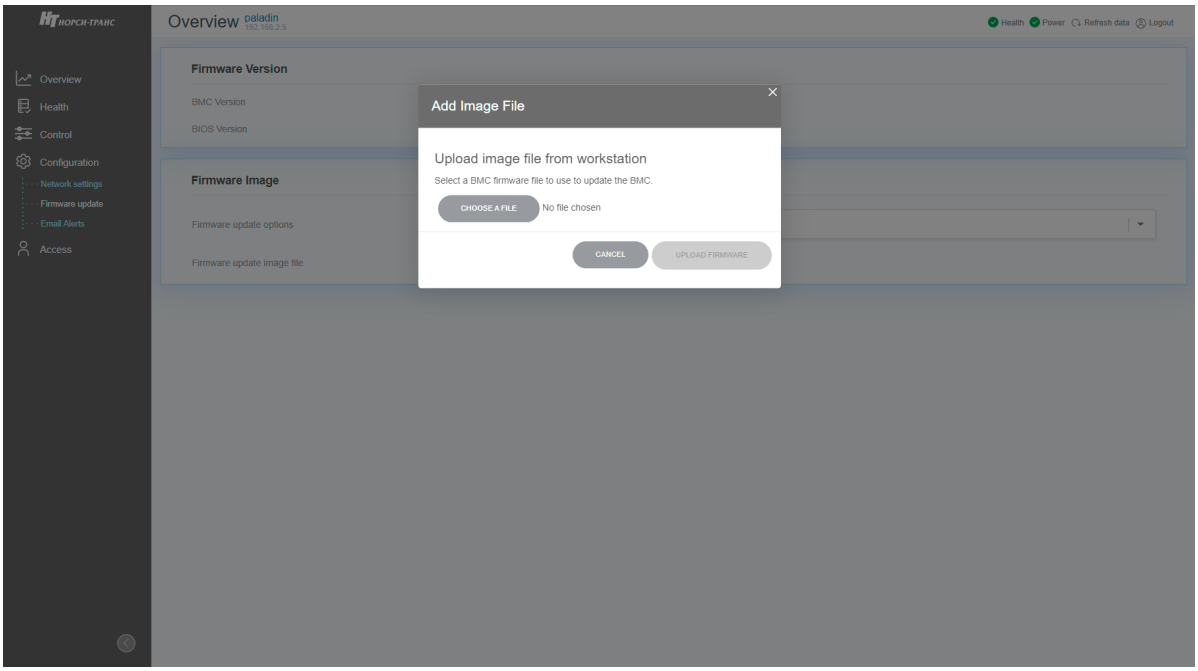

Рис. 84. Окно добавления новой прошивки
3) В появившемся окне нажмите на кнопку «CHOOSE A FILE». Окно показано на рис. 84 Окно добавления новой прошивки.